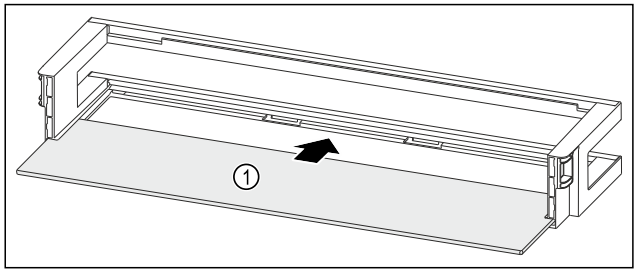

Fig. 58 Dørhylle med oppstillingsplass
- ▶ Skyv oppstillingsplassen *Fig. 58 (1)* inn i fordypningene på sidene.